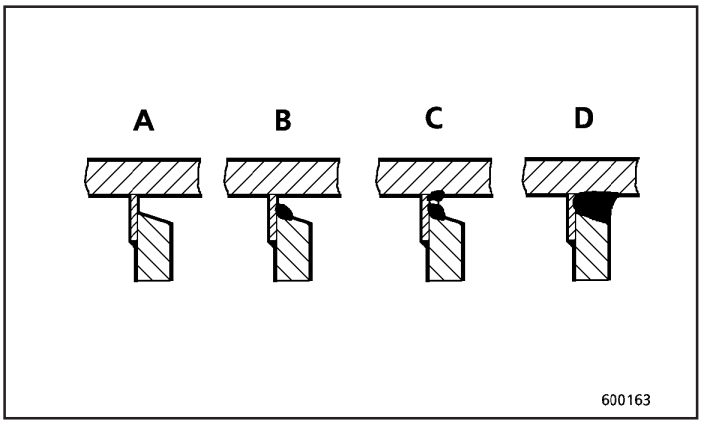

Fig.54
3.6.2.2 Uniões em “T” com placa posterior de apoio (Fig. 54), acessíveis por um lado